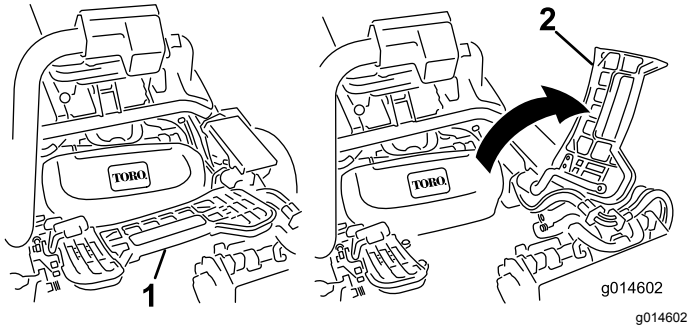

Rysunek 44
1. Unieś podnóżek i odchyl go do pozycji otwartej w celu uzyskania dostępu do centralnej jednostki tnącej (Rysunek 44).